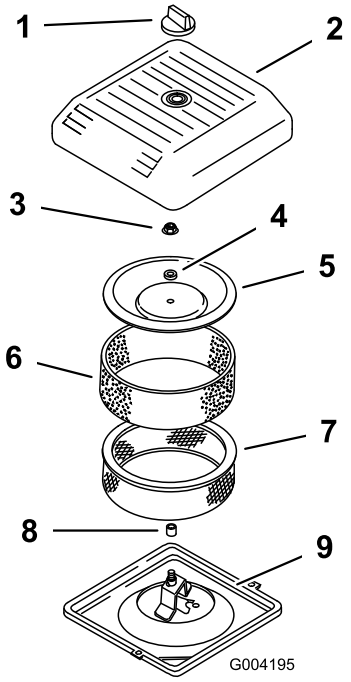

Figuur 17
2. Draai de knop los en verwijder het luchtfilterdeksel (Figuur 17).
3. Schuif voorzichtig het schuimfilter van het papieren element (Figuur 17).
4. Draai de dekselmoer los en verwijder deksel en papierfilter (Figuur 17).
2. Plaats de luchtreiniger op het onderstuk van de luchtreiniger (Figuur 17).
3. Monteer het accudeksel en zet dit goed vast met de dekselmoer (Figuur 17). Draai de moer vast met een torsie van 10,7 Nm.
4. Plaats het luchtfilterdeksel en zet het vast met de knop (Figuur 17).